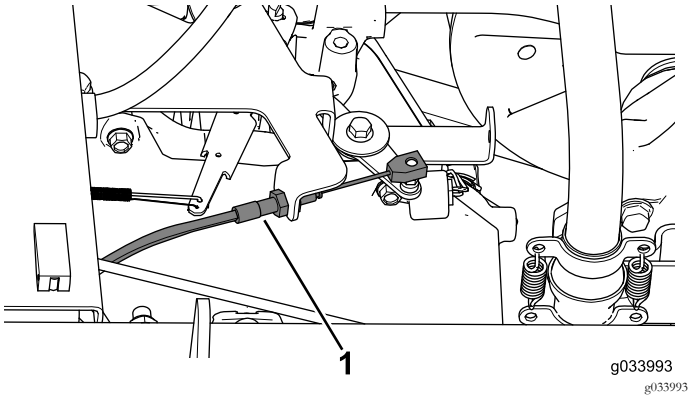

Figur 9
3. Frakobl gaskablet fra gashåndtaget og fjern det fra gasbeslaget (Figur 9).